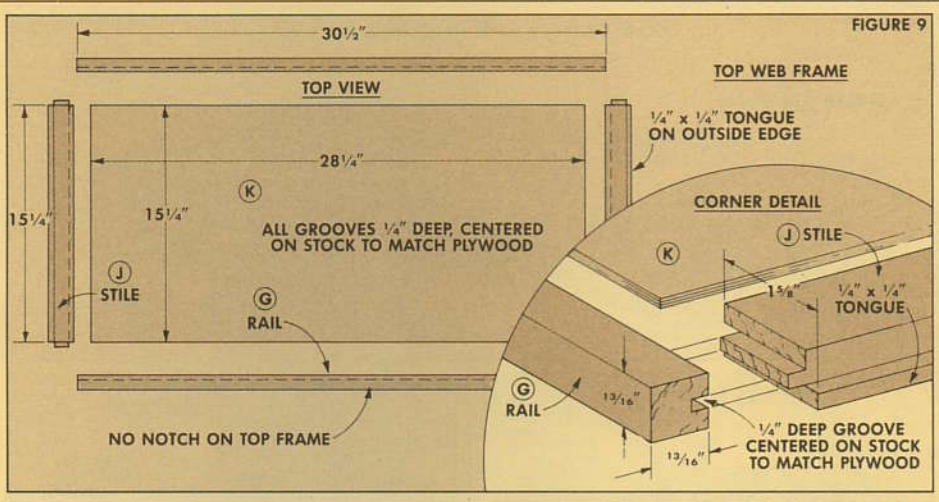
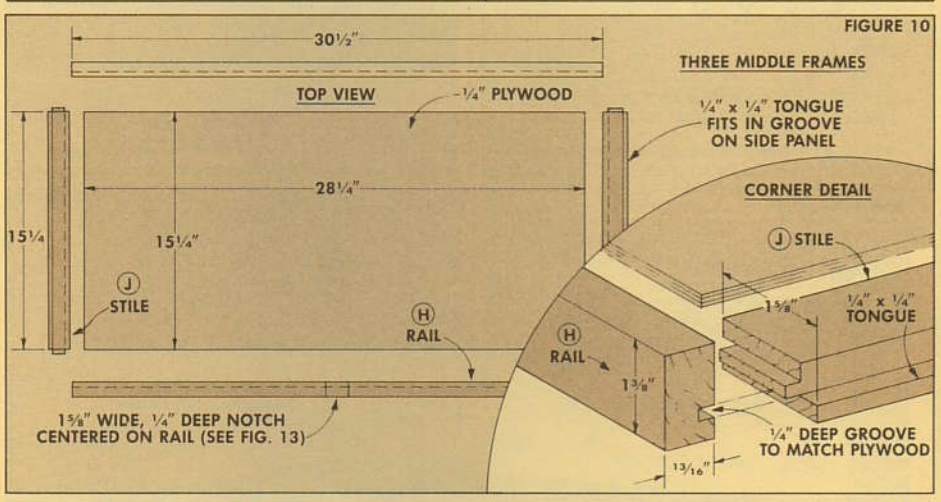
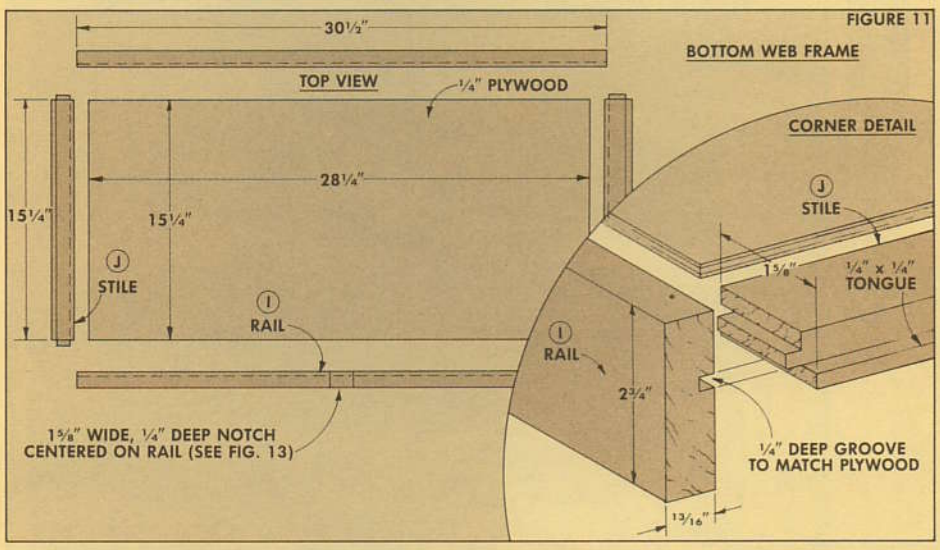
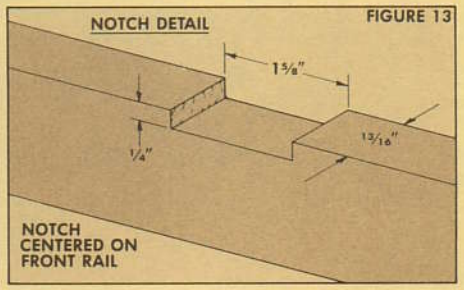

FIGURE 9
FIGURE 10
FIGURE 11
FIGURE 13
**THE RAILS.** Now, measure the distance between the cabinet sides (this should be 30½") to find the length of the front/back rails (G, H, and I), see Fig. 8. The width of these rails varies with each frame: the rails (G) on the top frame are 13/16" wide (see Fig. 9), the rails (H) on the middle three frames are 1⅜" wide (see Fig. 10), and the rails (I) on the bottom frame are 2¾" wide (see Fig. 11).
**THE STILES.** To find the length for the stiles (J), you have to do a little math:
**MIDDLE WEB FRAMES.** The front/back rails (H) on the three middle web frames are 1⅜" wide, see Fig. 10. This extra width means the groove can't be centered. Instead, it's positioned the same distance from the bottom edge as the groove on the stiles, see detail in Fig. 10.
**STUB TENONS.** After all the grooves are cut, stub tenons are cut on the ends of the stiles (J) to fit the grooves in the rails. This is simply a matter of cutting two rabbets on the ends of the stiles to produce the stub tenon, see details in Figs. 9, 10, and 11.
**TONGUE ON STILES.** Next, cut a rabbet on the outside edge of all the stiles (J) to produce a tongue that fits the grooves in the sides of the cabinet.
**NOTCH.** Finally, cut a ¼" x 1⅝" notch on the front rail of the three middle frames and the bottom frame, see Fig. 13. This notch is used to attach the drawer guides.
**ASSEMBLY.** When all the work is complete on the frame members, dry-clamp them together and measure the inside opening to determine the size of the plywood panel (K). Finally, glue and clamp the web frames together with the plywood panels in place.